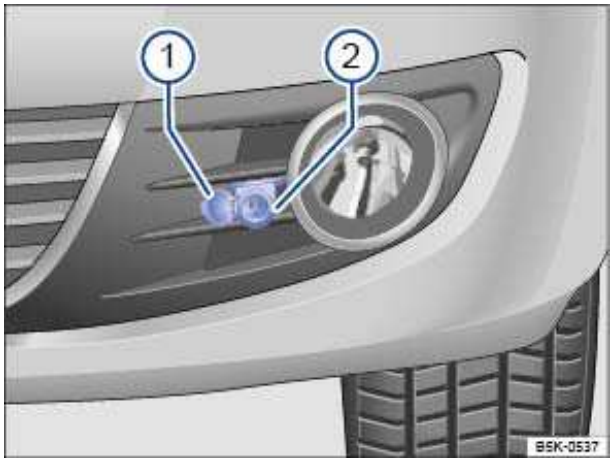

Fig. 128 In the front left bumper: Connection socket 2 for the engine preheating system.
- Open the cover ⇒ fig. 128 (1).
- Plug the connecting cable into the socket (2).
- Always disconnect the connecting cable and close the cover (1) before starting the engine.